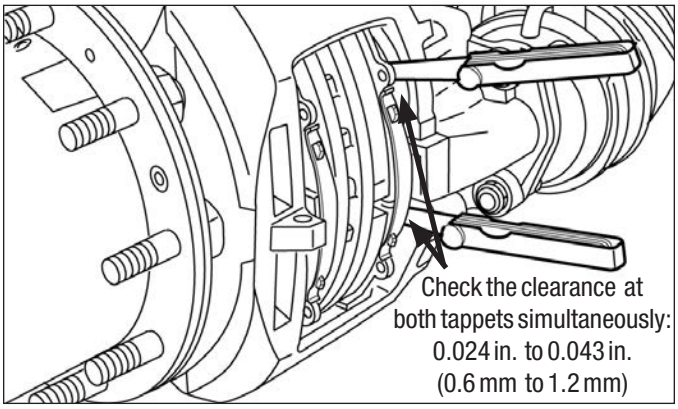

Figure 16 – Running Clearance Check
Remove the wheel. With the spring brakes released or caged, push the caliper assembly inboard on its guide pins. *Note: To fully release the spring brakes, ensure that the air system pressure is at least 90 psi.* Using a suitable tool (for example a large flat-blade screwdriver), press the inboard pad (12) away from the tappets. Check that there is no dirt, etc. in the gap, and clean if necessary. Then use two long-blade feeler gauges to measure – over the whole tappet surface – the gap between them and the inboard pad backplate. (*See Figure 16.*) The gap should be between 0.024 in. (0.6 mm) and 0.043 in. (1.2 mm). **If the gap is within the range given, the test is complete.**